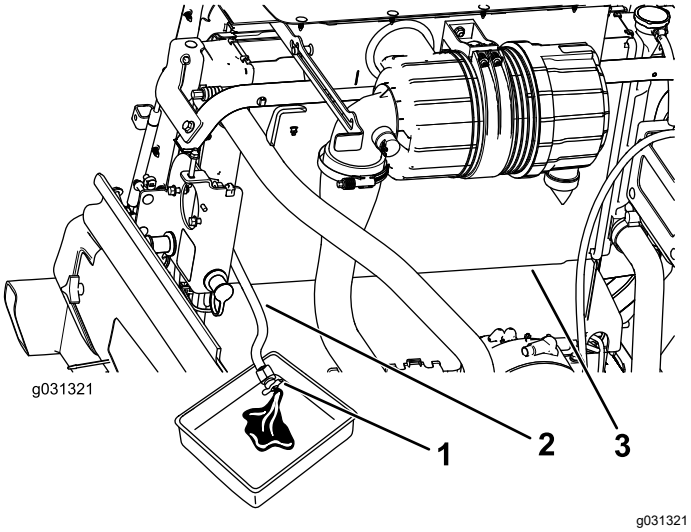

**Figuur 123**
3. Plaats de aftapslang van de radiateur in een opvangbak, open het aftapventiel van de radiateurslang en laat de vloeistof in de opvangbak lopen (Figuur 123).
4. Sluit het ventiel van de aftapslang van de radiateur (Figuur 123).